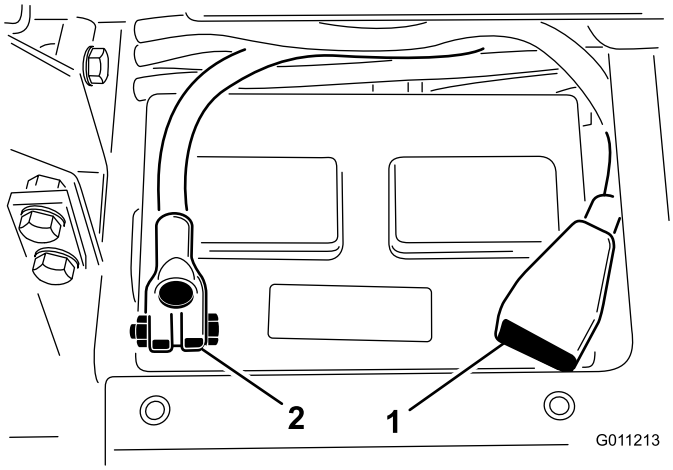

Figur 5
8. Koble den positive kabelen (rød) til den positive (+) polen og den negative kabelen (svart) til den negative (-) polen, og fest dem med skruer og mutre (Figur 5). Kontroller at den positive (+) klemmen er skjøvet helt ned på polen, og at kabelen er plassert tett inntil batteriet. Kabelen må ikke komme i berøring med batteridekslet.